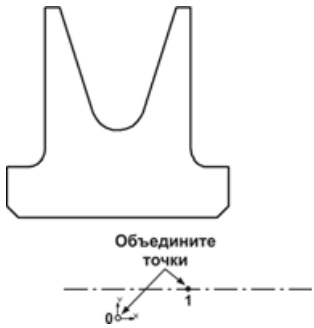

Рис. 6.80
- Мышью переместите осевой отрезок немного в сторону (рис. 6.80). Создайте вспомогательную точку на его середине и объедините ее с точкой начала координат. Проставьте линейный размер отрезка со значением 85.